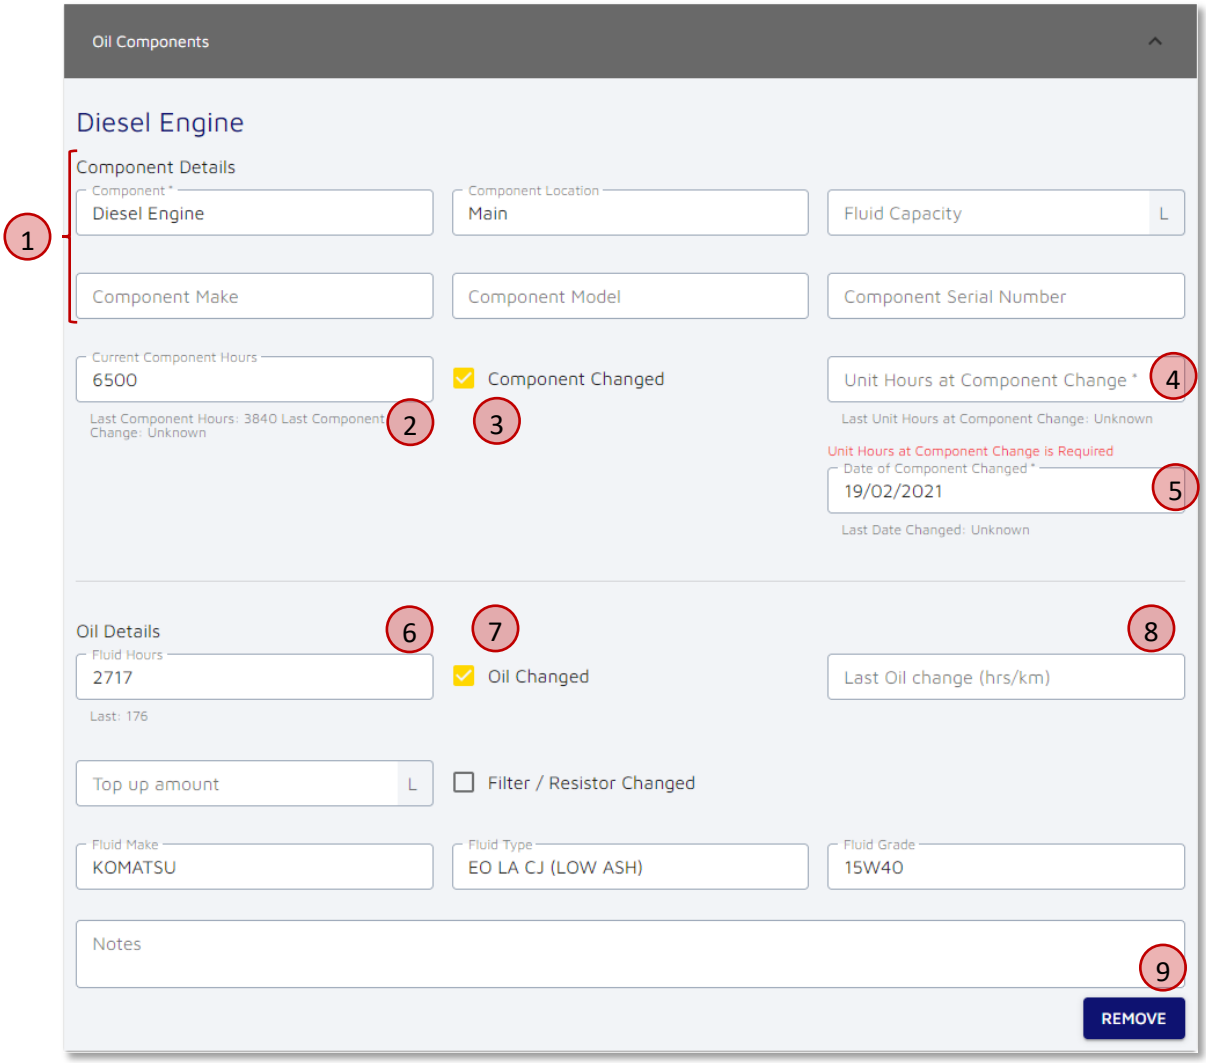

Figure 4.7 Sample Registration – Component Information
With the components selected, we can now review and update the component information (① in Figure 4.7).
For a component that we have selected from the existing unit components (like shown in Figure 4.7 with a Diesel Engine), any information previously provided will be pre-populated into the fields. Fields are explained in Table 4.1.
If a component is no longer going to be sampled, we can click the **Remove** button at the bottom right of the component panel (⑨ in Figure 4.7).
Current Component Hours (② in Figure 4.7)	Number of hours/kilometres on the component at the time of sample. The component hours at the last sample, and the last changeout of the component is displayed below the text box. This will be automatically calculated based on the current unit hours/kilometres (enter in section 4.1.2), and the last component change-out hours/kilometres. *Note: Any meter changes will influence this calculation. We should enter the number of hours showing on the hour meter/odometer of the machine at the time of the component change*
Component Change (③ in Figure 4.7)	By ticking this box, we can update the last component change-out value. If no update is necessary, then this box can remain unticked. *Note: by ticking this box, 2 additional input text boxes will show to specify when the component was changed*
Unit Hours at Component Change (④ in Figure 4.7)	The unit hours/kilometres (since manufacture) when this component was last changed out. This can be updated to indicate a newer change-out. *Note: This input is only available once the **Component Changed** tick-box is selected.*
Date of Component Change (⑤ in Figure 4.7)	The date when this component was last changed out. This can be updated to indicate a newer change-out. *Note: This input is only available once the **Component Changed** tick-box is selected.*
Fluid Hours (⑥ in Figure 4.7)	The number of hours/kilometres which the fluid has been in the component for. This will be pre-calculated for us using the current unit hours, and the last fluid change hours/kilometres. It can be overridden as required by typing over the existing value. The hours/kilometres of the last fluid change are displayed below the text box for reference.
Oil Changed (⑦ in Figure 4.7)	Checkbox to indicate that the fluid has been changed. *Note: by ticking this box, an additional input will show to specify when the fluid was changed*
Last Oil Change (⑧ in Figure 4.7)	Text box to allow us to update the last fluid change hours/kilometres. *Note: By updating this value, the fluid hours will be recalculated.* *Note: Any meter changes will influence this calculation. We should enter the number of hours showing on the hour meter/odometer of the machine at the time of the fluid change*